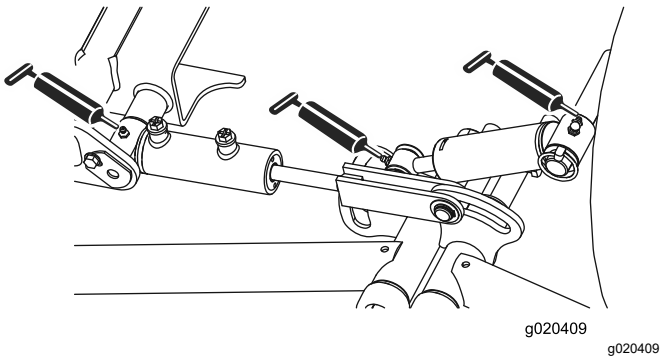

Figuur 46
- Draaipunten en hefcilinders voorste hefarm (3 elk); zie Figuur 46.